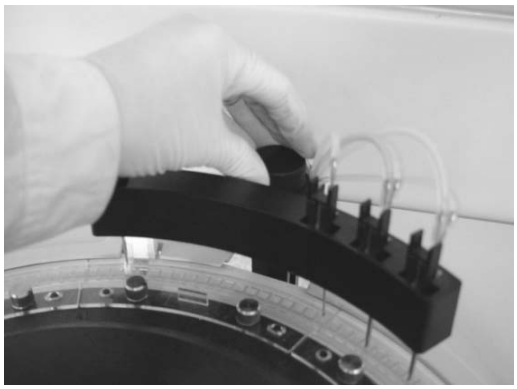

Figure 10-4-16
b)Loosen the set screws of the rinsing mechanism, as Figure 10-4-16 shows: